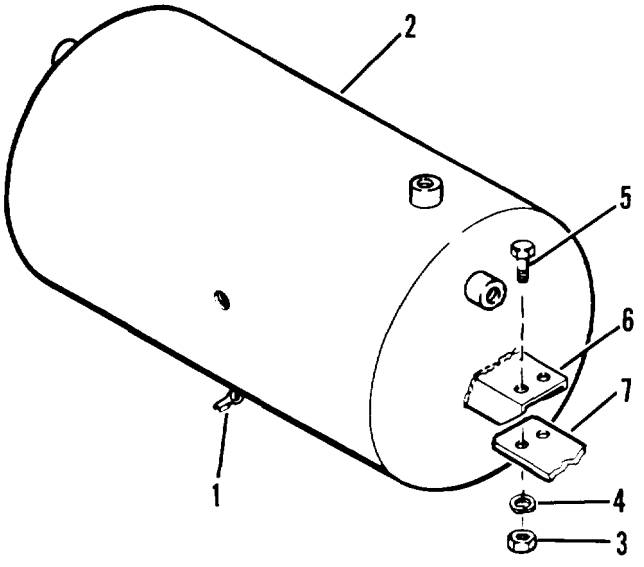

Figure 4-34. Air reservior
(2) Tag and disconnect all air lines connected to reservoir being removed.
(3) Remove four nuts (3, figure 4-34), washers (4) and bolts (5) from bracket (6) (welded to air reservoir).
(4) Remove air reservoir (2).
(5) Remove fittings from air reservoir (2).
(1) Install fittings on air reservoir (2, figure 4-34).
(2) Line up holes in air reservoir brackets (6) with holes in frame (7).
(3) Secure air reservoir (2) with four bolts (5), washers (4) and nuts (3).
(4) Install all air lines.
(5) Install emergency relay valve (para. 4-38).